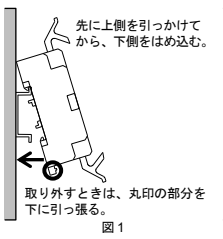

図 1
*1.* DIN レールに DIN レール取付用ソケットを取り付けます。(図 1)